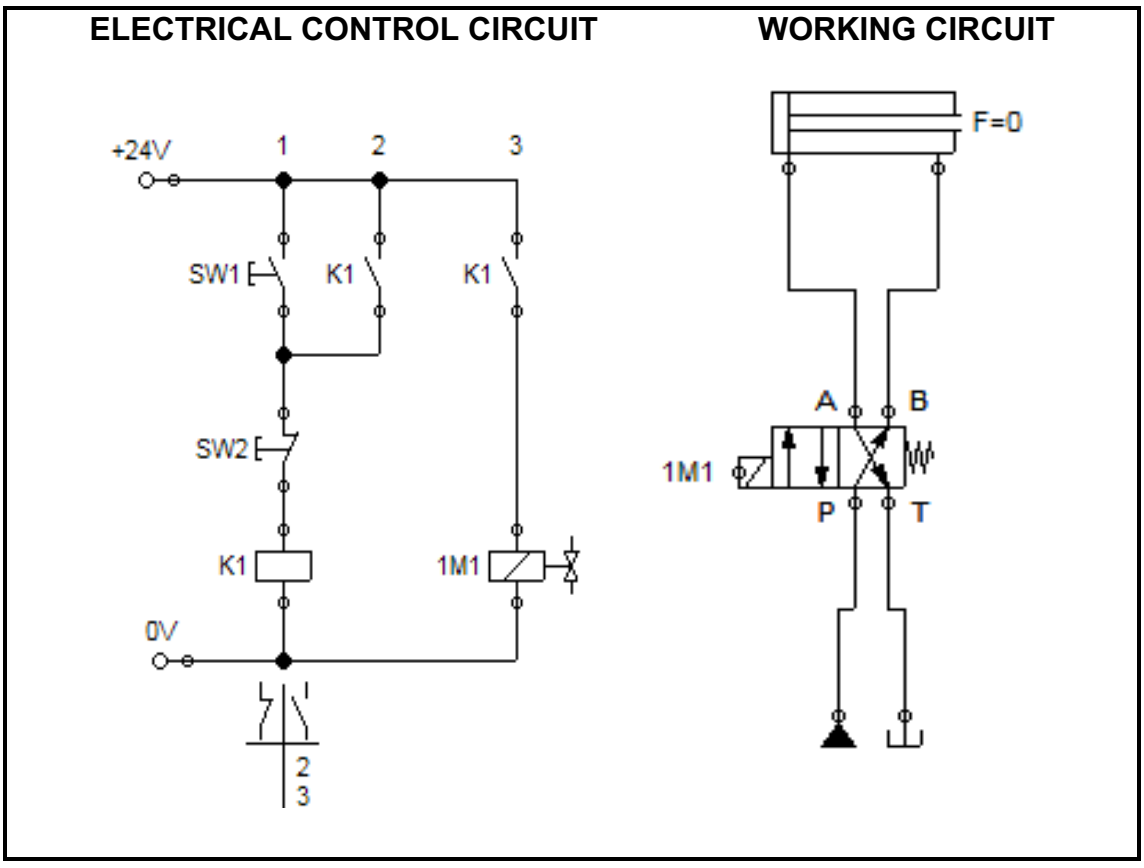

FIGURE 3
5.4 FIGURE 3 represents an electrohydraulic system.